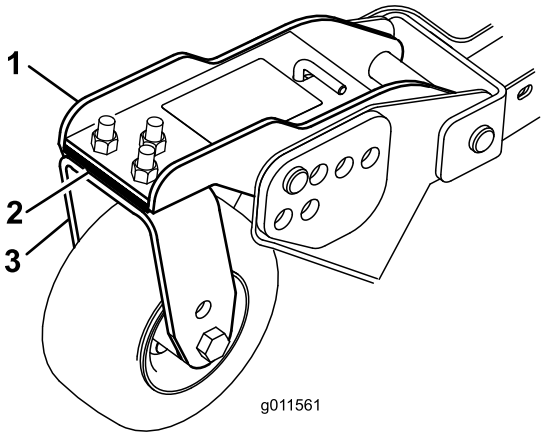

図 78
1. キャスタアームをキャスタフォーク固定しているキャップスクリュとナットを外す図 78。